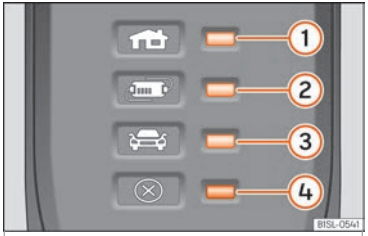

Fig. 216 Sur le câble de charge pour prises de courant : Témoins de contrôle sur le dispositif de protection.
››› fig. 216:
Le dispositif électronique de protection ››› fig. 216 fait que le connecteur de charge demeure sans courant tant que la prise de charge du véhicule n'est pas branchée.
Un ou plusieurs des témoins de contrôle ››› fig. 216 ①, ② ou ③ s'allument en vert.
Indication ››› fig. 216	Signification
Si le témoin d'alerte ④ rouge clignote ou s'allume sans qu'un des témoins de contrôle ››› fig. 216 ①, ② ou ③ l'indicateur de fonctionnement ne s'allume de façon permanente, il y a une panne.